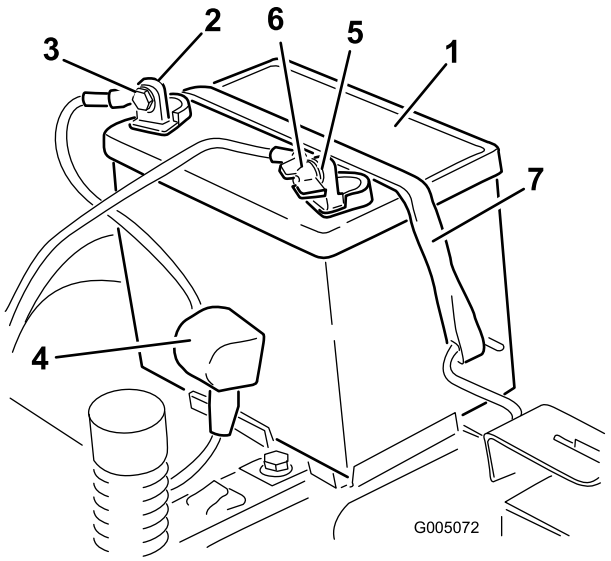

Figur 47
4. Lossa den jordade minuskabeln (svart) från batteripolen (Figur 47).
6. Lossa pluskabeln (röd) från batteripolen (Figur 47).
7. Ta bort batteriets låsfäste (Figur 47) och lyft ut batteriet ur batterilådan.
1. Placera batteriet i lådan (Figur 47).
5. Fäst batteriet med låsfästet (Figur 47).